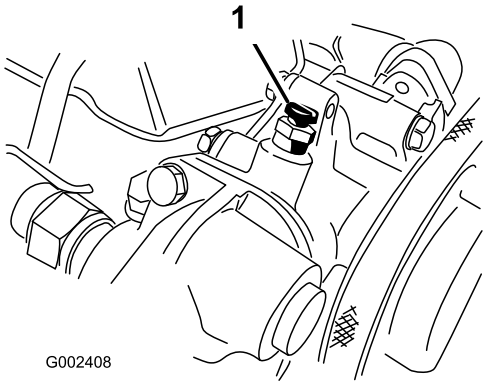

Figuur 61
6. Open de ontluchtschroef boven op de waterpomp (Figuur 61).